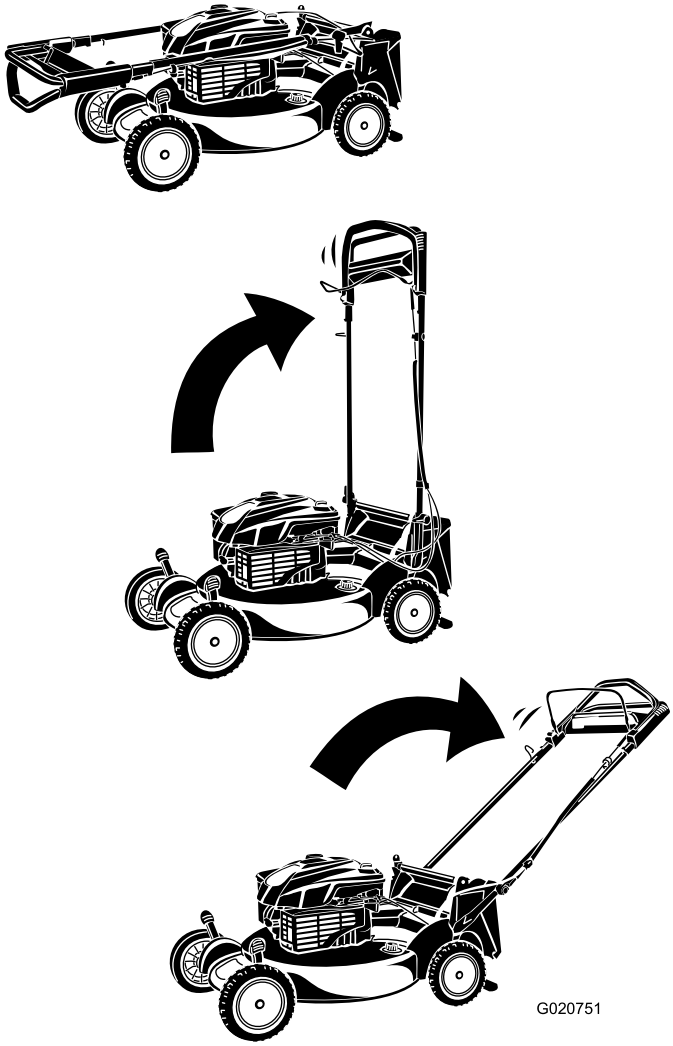

Figur 4
3. Drej håndtaget bagud (Figur 4).